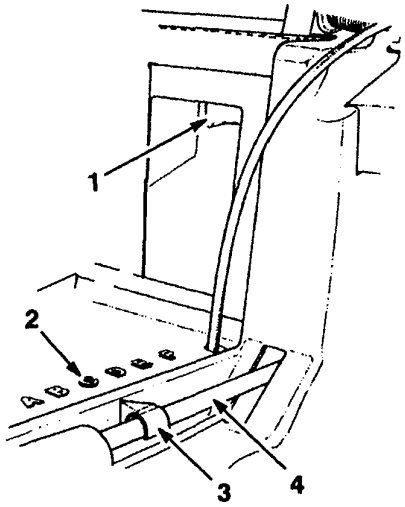

Figure 14
2. Use one or two fingers to squeeze the height-of-cut adjustment lever (Fig. 14). To raise the wheel height, squeeze the lever to unlock the height-of-cut and pull up on the mower. Release lever when desired height is found. To lower the height, squeeze the height-of-cut adjustment lever and push down on the mower **while rolling the mower forward.** Use the pointer on the link rod to locate the correct setting.